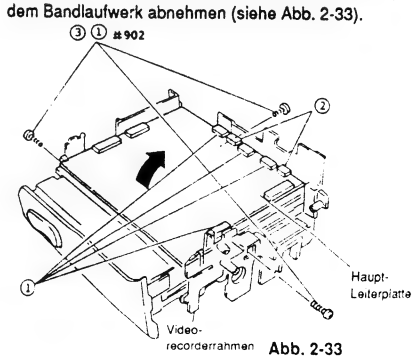
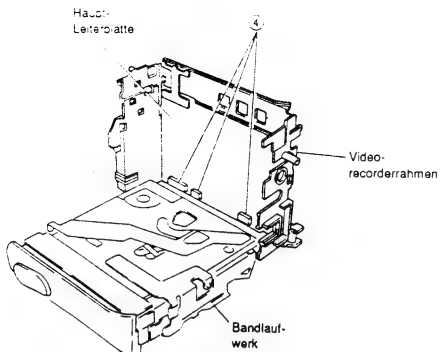

Abb. 2-33
Abb. 2-34
1) Vier (4) Flachkabel (CN112, CN602, CN905, CN907) von der Haupt-Leiterplatte abtrennen (siehe Abb. 2-33).
2) Zwei (2) Stecker (CN113, CN904) von der Haupt-Leiterplatte abtrennen.
3) Drei (3) Befestigungsschrauben des Videorecorderrahmens entfernen und den Videorecorderrahmen mit der Haupt-Leiterplatte in Richtung des Pfeiles öffnen.
4) Drei (3) Stecker (CN601, CN604, CN906) von der Haupt-Leiterplatte abtrennen und den Videorecorderrahmen mit der Haupt-Leiterplatte von dem Bandlaufwerk abnehmen (siehe Abb. 2-34).
1) Drei (3) Befestigungsschrauben des Videorecorderrahmens entfernen und den Videorecorderrahmen von dem Bandlaufwerk abnehmen (siehe Abb. 2-33).